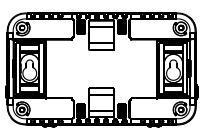

Рис. 7
2. Установите крепежные вставки задвинув их до упора в пазы с тыльной стороны прибора. При горизонтальном расположении прибора, рис. 7, вставки устанавливаются в пазы на узкой стороне корпуса; при вертикальном расположении, в пазы на широкой стороне корпуса. Обратите внимание на ориентацию отверстий под саморезы.